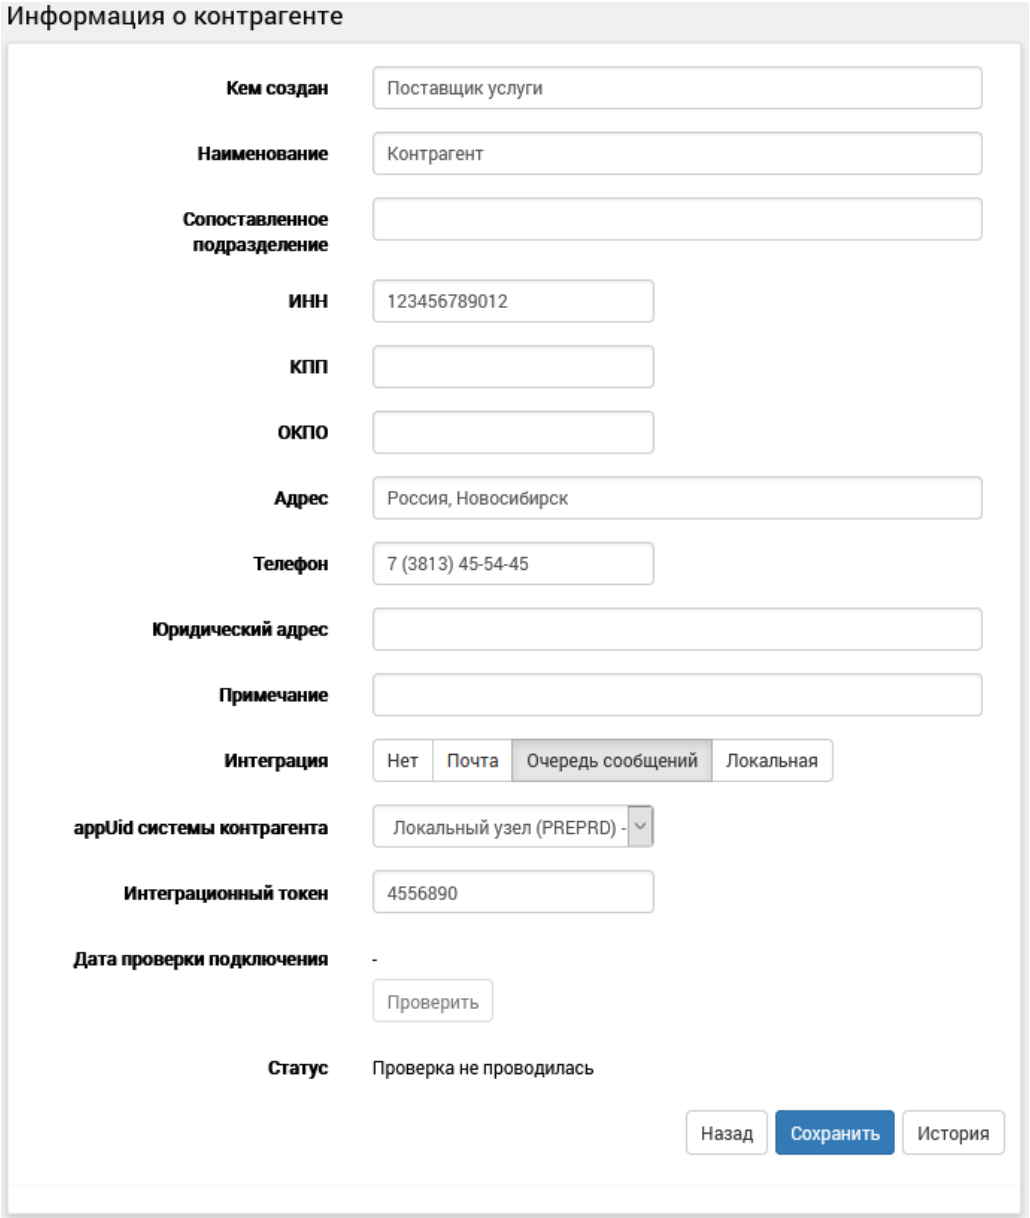

Рис. 426. Информация о контрагенте. Интеграция
1. Открыть справочник контрагентов, создать контрагента, задать интеграцию: через **Очередь сообщений** или **Локальную** (см. Рис. 426):